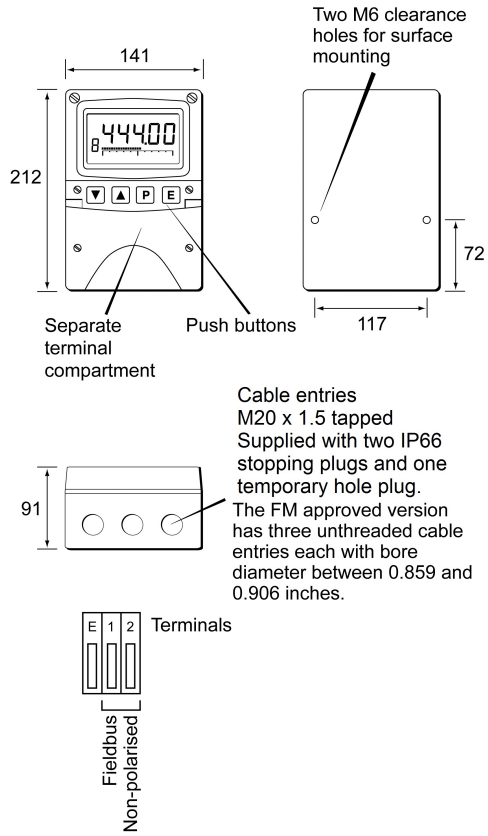

Fig 3 Dimensions and terminal connections
d. Connect the field wiring to the terminals as shown in Fig 3.
When used as a fieldbus listener the BA444DF-P is not visible to the fieldbus host and can only be configured using the front panel push buttons shown in Fig 3.